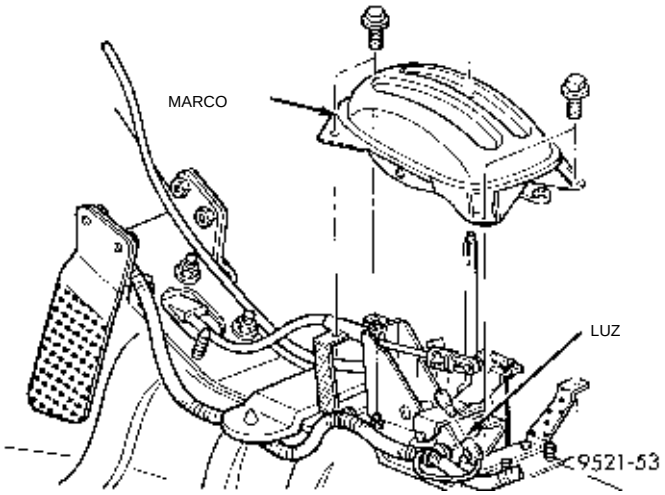

Fig. 21 Marco del indicador de cambios
(4) Retire los tornillos que retienen el marco del indicador del cambio de marchas y retire el marco y la luz indicadora (Fig. 21).